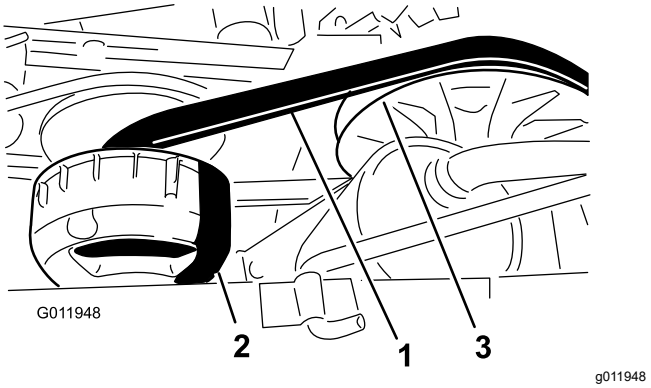

Figuur 69
4. Laat de riem (Figuur 69) ronddraaien en controleer deze op tekenen van overmatige slijtage of beschadigingen.
3. Laat de drijfriem over de secundaire koppeling ronddraaien (Figuur 69).
4. Verwijder de riem van de primaire koppeling (Figuur 69).
5. Lijn de nieuwe riem uit op de primaire koppeling (Figuur 69).
6. Laat de drijfriem over de secundaire koppeling ronddraaien (Figuur 69).